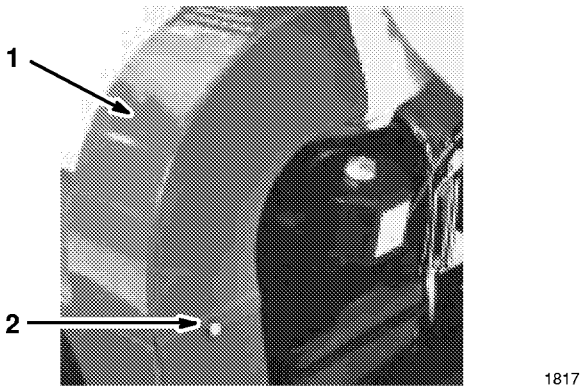

Abbildung 7
1. Den Auswurfkanal mit 1/4" Sechskantschrauben und Kontermutter befestigen (Abb. 7).